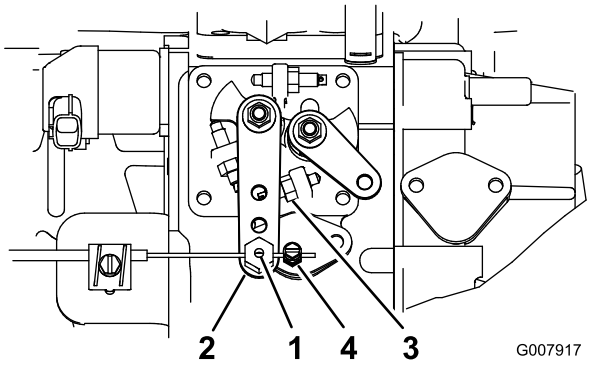

Figuur 54
2. Maak de klem van de gaskabel op de gaskabel los. Deze zit naast de hefboomarm van de injectiepomp (Figuur 54).
3. Houd hefboomarm van de injectiepomp tegen de regelschroef voor het stationair toerental (Figuur 54).